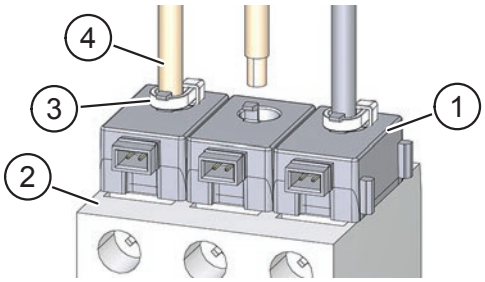

Fig. 3: Installer les capteurs de courant
► Posez les capteurs de courant chaînés (Pos. 1 dans Fig. 3) sur la face supérieure du disjoncteur (Pos. 2 dans Fig. 3), de sorte que les ouvertures dans les capteurs de courant soient alignées avec les ouvertures des conducteurs sur le disjoncteur.
► Guidez les conducteurs (Pos. 4 dans Fig. 3) à travers les ouvertures dans les capteurs de courant et fixez-les aux bornes du disjoncteur.
► Fixez les deux conducteurs externes avec des serre-câbles (Pos. 3 dans Fig. 3) aux ergots des capteurs de courant.